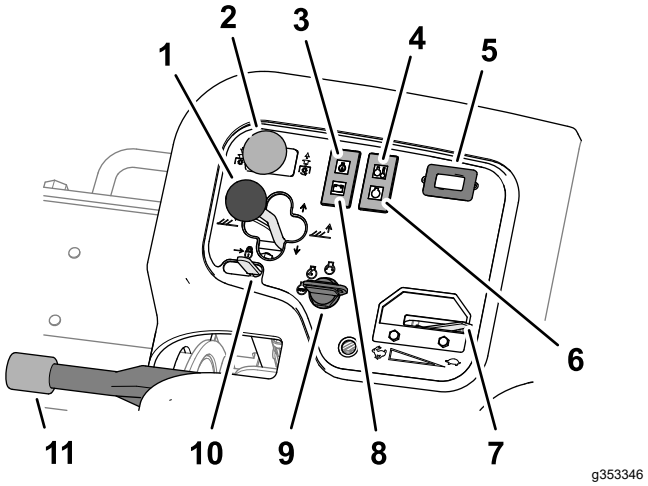

**Figur 43**
- Sänk ned klippenheterna till marken genom att föra klippenhetens växelspak framåt till läget SÄNK NED (Figur 43).
Klippenhetens drivbrytare (Figur 43) har två lägen: INKOPPLAD eller URKOPPLAD. Vippbrytaren använder en elektromagnetisk ventil på ventilbänken för att driva klippenheterna.
Varningslampan (Figur 43) tänds när motorns oljetryck sjunker under en säker nivå.
Varningslampan (Figur 43) tänds om motorkylarvätskans temperatur är hög. Klippenheterna stängs av vid denna temperatur. Om kylvätskans temperatur stiger med ytterligare 5,5 °C stängs motorn av för att förhindra ytterligare skador.
Timmätaren (Figur 43) visar det totala antalet timmar som maskinen har varit i drift. Timmätaren börjar fungera så snart nyckelbrytaren har flyttats till det påslagna läget.
Glödstiftslampan (Figur 43) lyser när glödstiften är aktiverade.
För reglaget (Figur 43) framåt för att öka motorvarvtalet, och dra det bakåt för att minska motorvarvtalet.
Generatorlampan (Figur 43) stängs av när motorn går. Om generatorlampan tänds medan motorn går ska du kontrollera laddningssystemet och reparera det vid behov.
Använd tändningslåset (Figur 43) för att starta motorn och sätta på lamporna. Tändningslåset har tre lägen:
För lyftspakslåset (Figur 43) bakåt så att inte klippenheterna sänks.
Lägg i parkeringsbromsen (Figur 43) för att undvika oavsiktlig maskinrörelse när motorn är avstängd. För att koppla in parkeringsbromsen ska du dra spaken uppåt. För att koppla ur bromsen ska du trycka spaken nedåt.